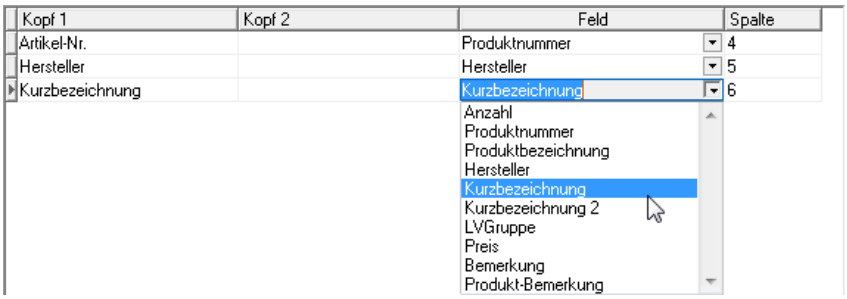

Bild 22.23 – Hinzufügen einer Produktspalte zur Geberliste
- Mit *Neu* können Sie eine Spalte hinzufügen, in der beispielsweise die *Kurzbezeichnung* steht (Abb. 22.23). Unter *Kopf1* tragen Sie **Kurzbezeichnung** als Spaltenüberschrift ein, die *Spalte* selbst steht in der Excel-Datei an **6**. Stelle.